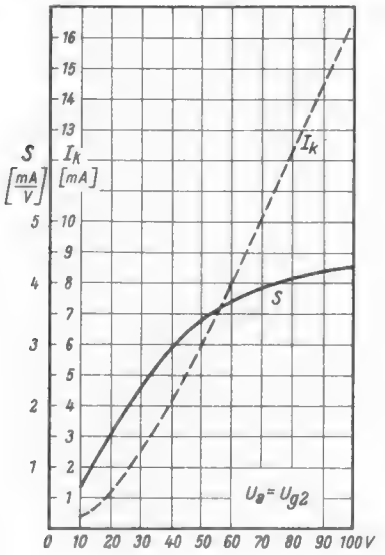

Bild 3. Steilheit S und Katodenstrom I_k in Abhängigkeit von Anoden- u. Schirmgitterspannung, gemessen an einem Exemplar der EF 89
Aus (4) kann man entnehmen, daß bei Verminderung des Anodenstromes die Steilheit nur mit der 3. Wurzel aus dem Strom, also sehr viel langsamer als der Strom selbst, abnimmt. Das geht auch aus *Bild 3* hervor, hier sind die Steilheit und der Anodenstrom in Abhängigkeit von der Anoden- und Schirmgitterspannung, gemessen an einer Pentode EBF 89, aufgetragen. Man erkennt das langsame Abnehmen der Steilheit und daraus erklärt sich, daß die Röhren EBF 83 und ECH 83 bei so kleinen Anodenströmen noch brauchbare Steilheiten (siehe *Tabelle*) aufweisen.